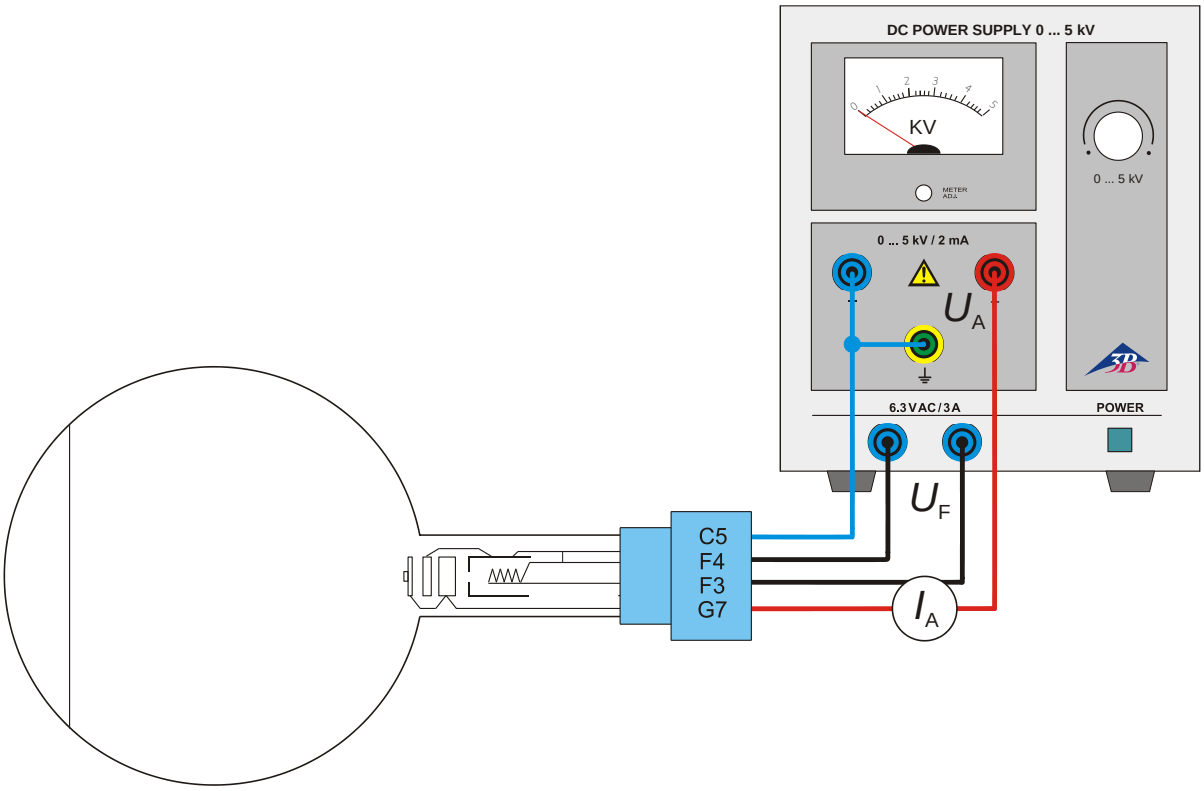

Fig. 2 Beschaltung der Elektronenbeugungsröhre
- Versuchsaufbau gemäß Fig. 2 herstellen.